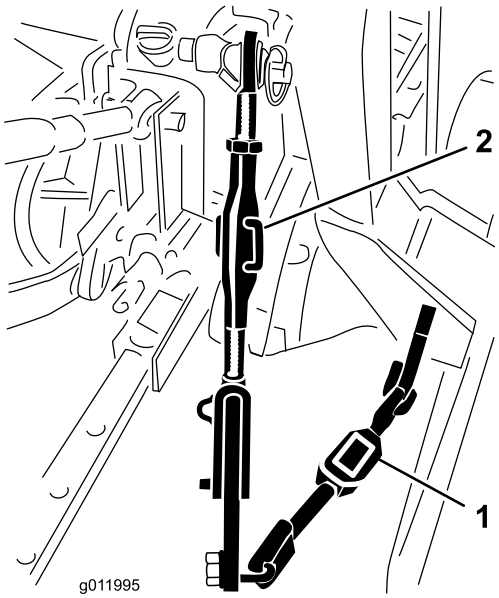

**Figuur 7**
1. Pas de onderste koppelingen naar binnen toe aan tot deze contact maken met de montageplaten van de blazer (Figuur 7).
2. Draai aan de verstelbare koppeling (indien uw machine hiermee is uitgerust) om de verbindingsarm omhoog of omlaag te brengen tot de blazer in de breedterichting waterpas staat (Figuur 7).